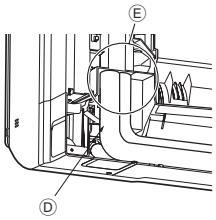

Afb. 3-10
6. Bedek de knelkoppeling met de pijpafdekking van de L-vormige verbindingspijp ④ zodat die niet zichtbaar is. (Afb. 3-10)
8. Bedek de knelkoppeling met de pijpafdekking van de L-vormige verbindingspijp ④ zodat die niet zichtbaar is. (Afb. 3-10)